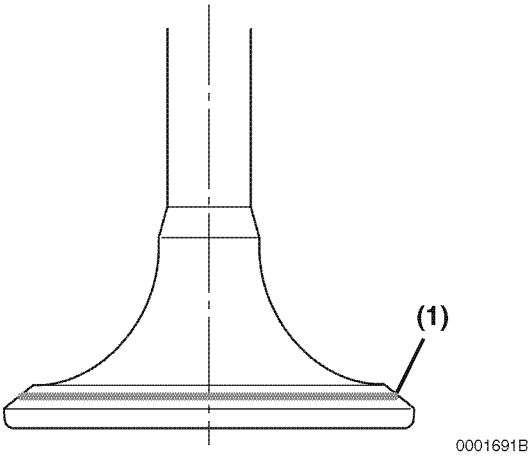

Figure 6-60
Coat the valve seat with a thin coat of bluing compound. Install the valve and rotate to distribute bluing onto the valve face. The contact pattern should be approximately centered on the valve face **(Figure 6-60, (1))** and even in width.